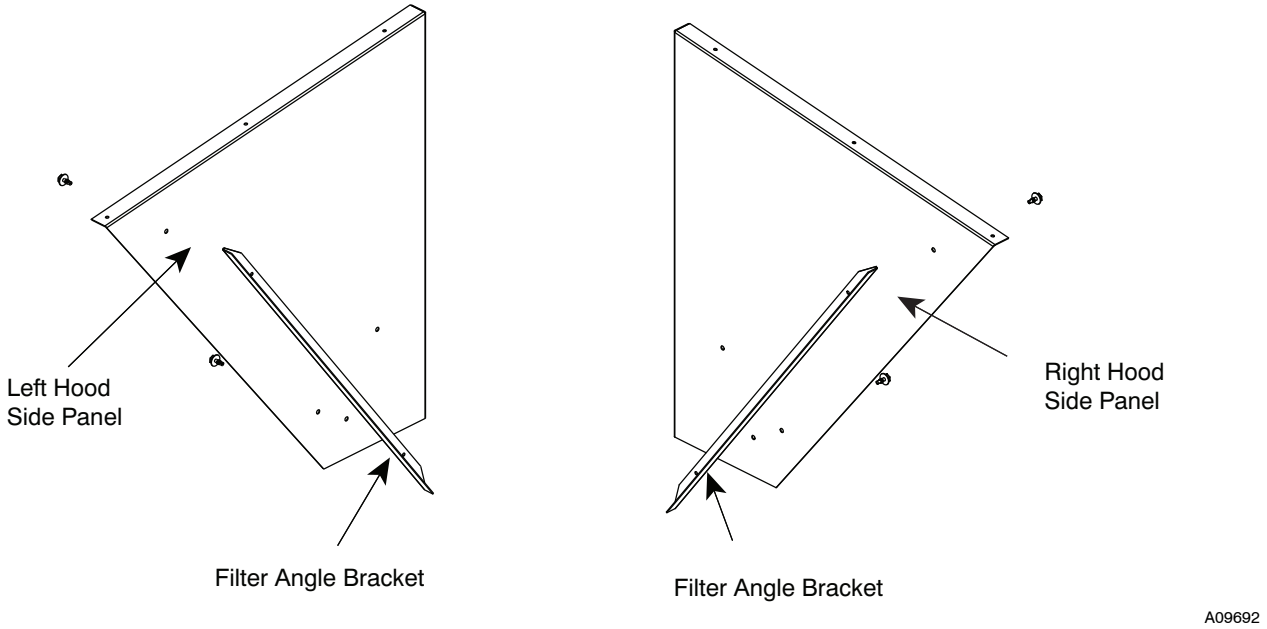

Fig. 30 – Filter Angle Bracket Installation
7. Install the 2 angle filter brackets to the right and left hood side panels respectively with the #10 screws provided. See Fig. 30.